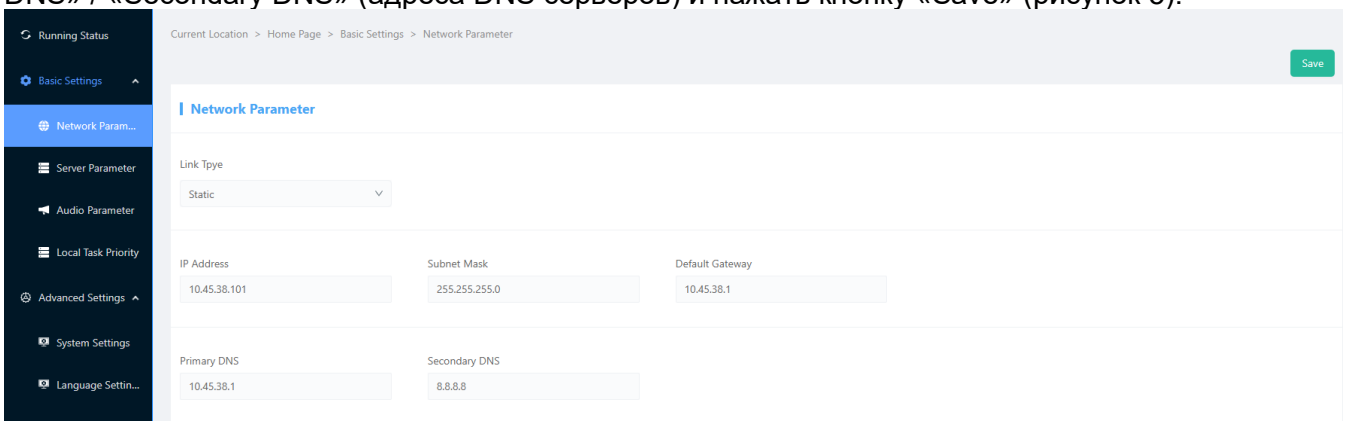

Рисунок 5 – Сетевые настройки
2.5.3.3 В статическом режиме (Static) все сетевые настройки задаются вручную. Для настройки необходимо заполнить поля «IP Address», «Subnet Mask», «Default gateway» и «Primary DNS» / «Secondary DNS» (адреса DNS серверов) и нажать кнопку «Save» (рисунок 5).